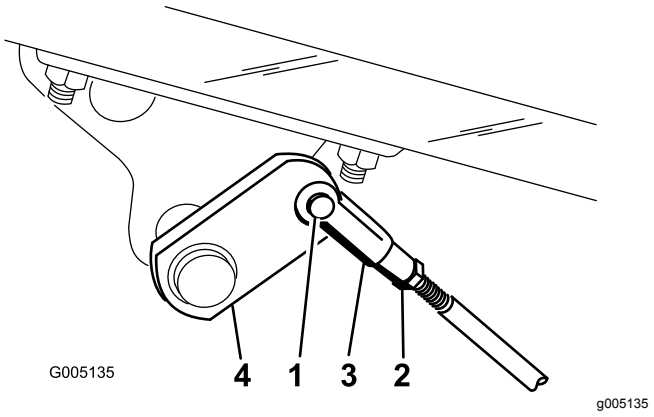

Figur 49
A. Koppla bort bromsstängerna genom att ta bort saxpinnen och sprintbulten (Figur 49).
B. Lossa kontramuttern och justera sprinten (Figur 49).
C. Montera sprinten på bromsaxeln (Figur 49).